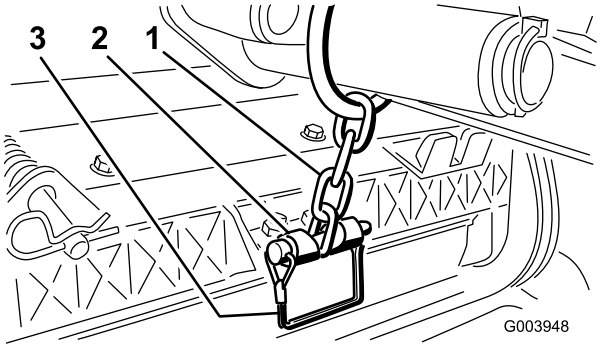

Figura 12
12. Sujete la cadena del brazo de elevación al soporte de la cadena con el pasador de seguridad (Figura 12).